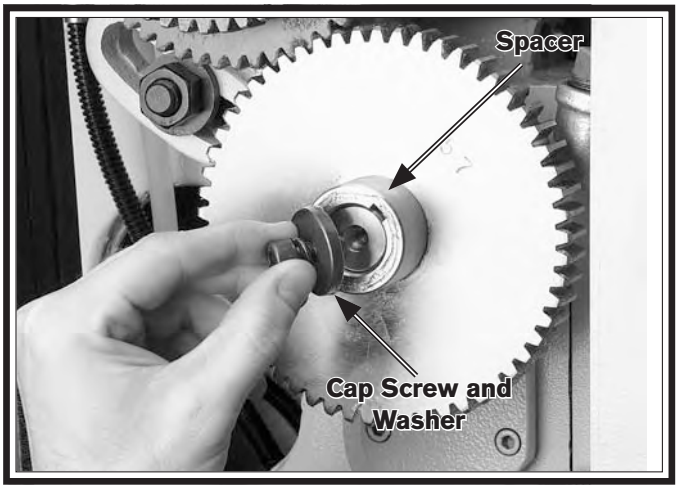

Figure 88. Removing the end gear.
a. Remove the cap screw and flat washer that secures the gear, then remove the gear (see **Figure 88**).